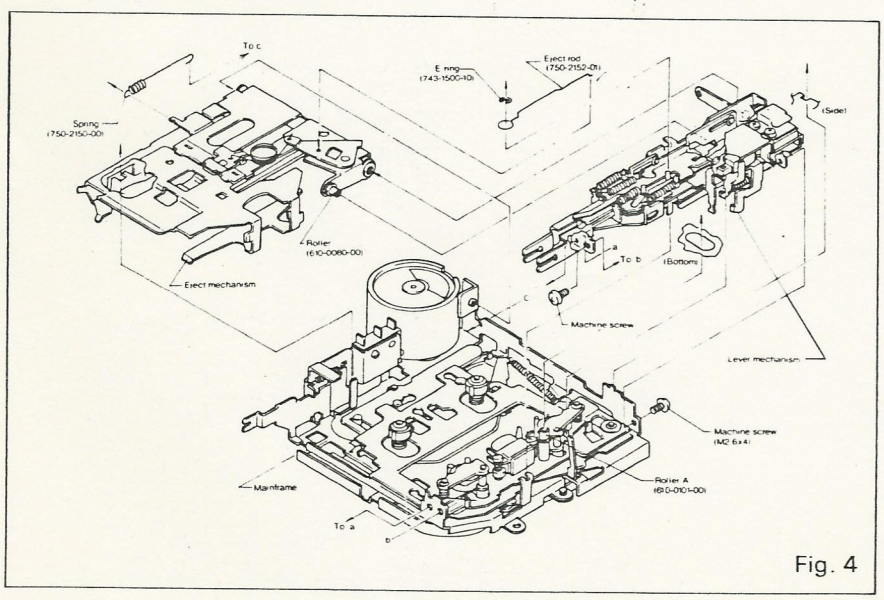

Fig. 4
1. **Eject, Lever Mechanism** (See Fig. 4)
* Refer to Fig. 4 for the mounting position of the motor.